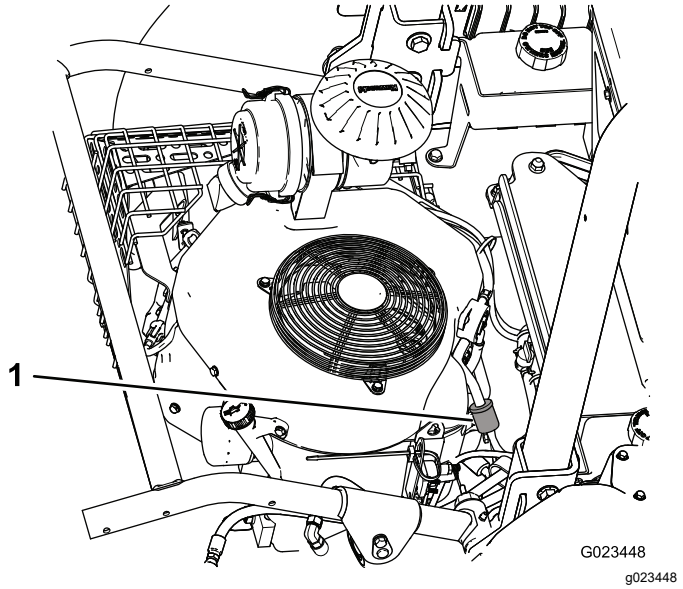
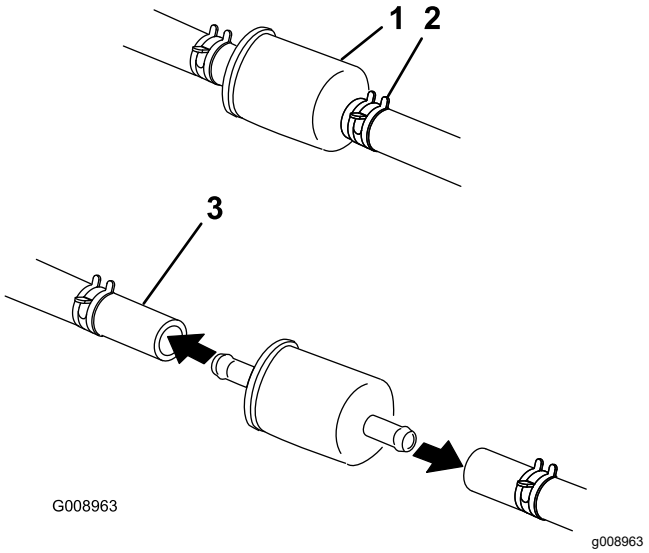

Figure 50
Figure 51
2. Loosen the hose clamp on the carburetor side of the filter, and remove the fuel line from the filter (Figure 50 and Figure 51).